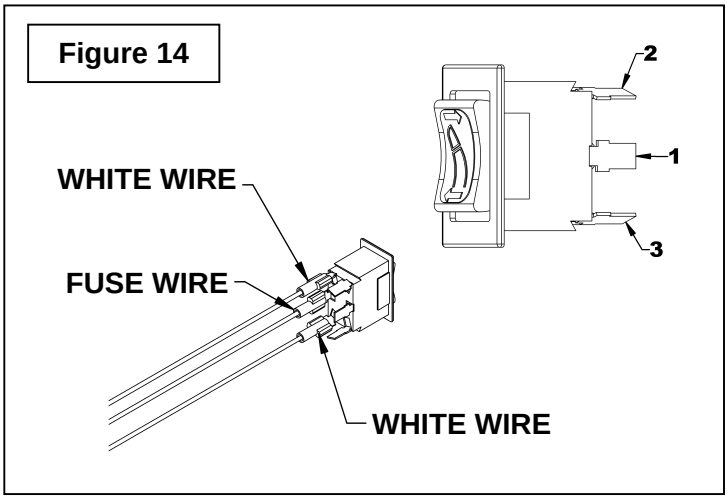

Figure 14
21. Figure 14: Connect the fuse wire to the 1 blade (item 1) - in the center, one white wire to the item 2 blade and the other to the item 3 blade of the switch.